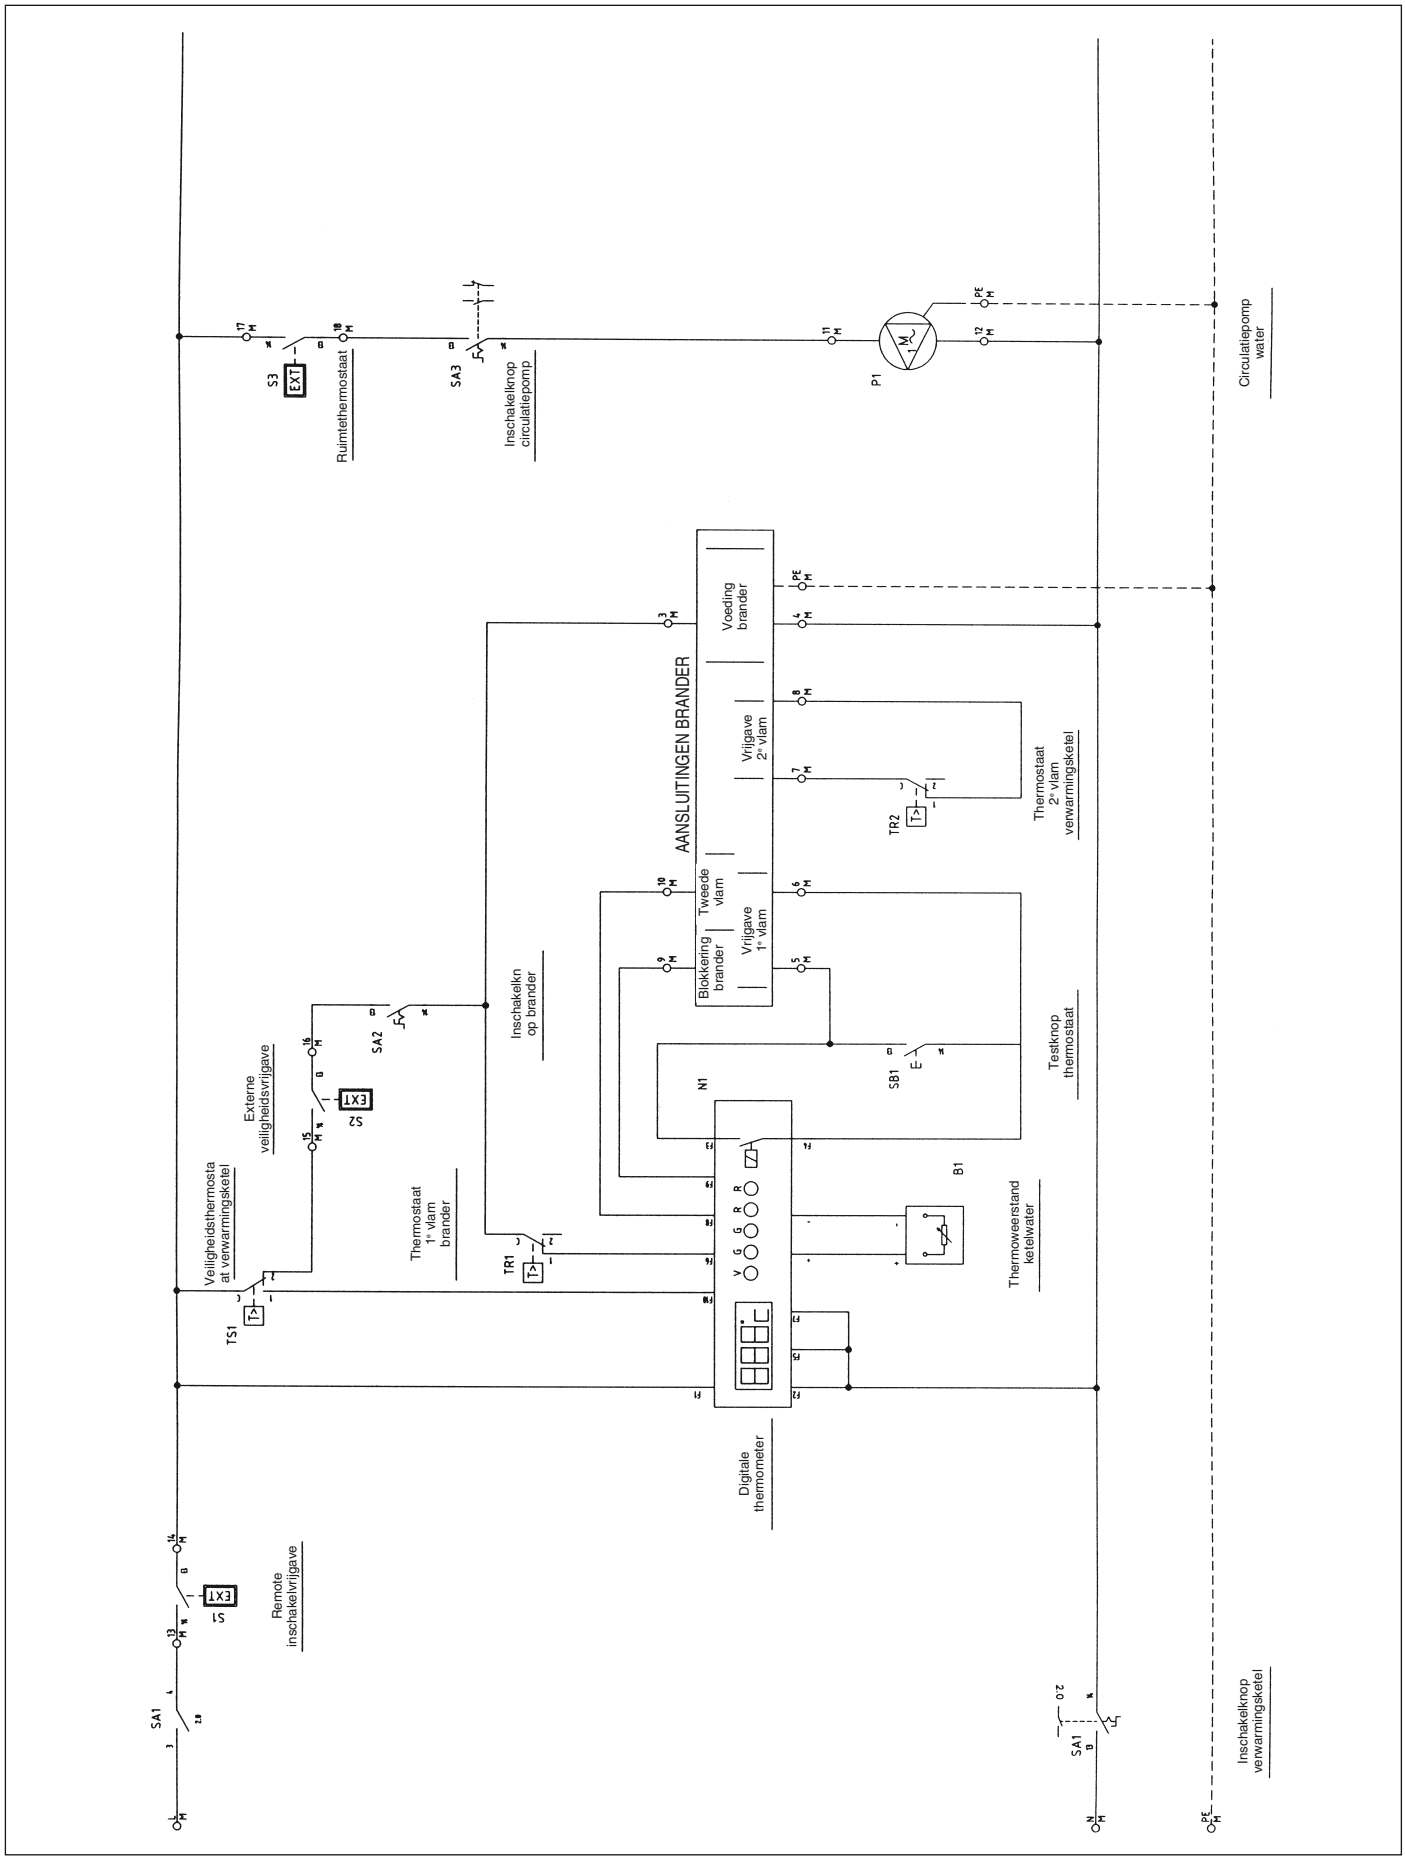

Fig. 17
6.4 Elektrisch schema voor brander en eenfasepomp (Fig. 17)